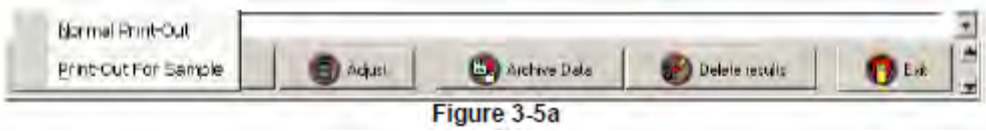

Figure 3-5a
São 2 (duas) opções de impressão que aparecem ao selecionar o botão de comando Print no Log do espécime (Fig. 3-5a):
2) selecione "Impresso Normal" (Fig. 3-5a).
2) selecione "Print out for Sample" (Fig. 3-5a).